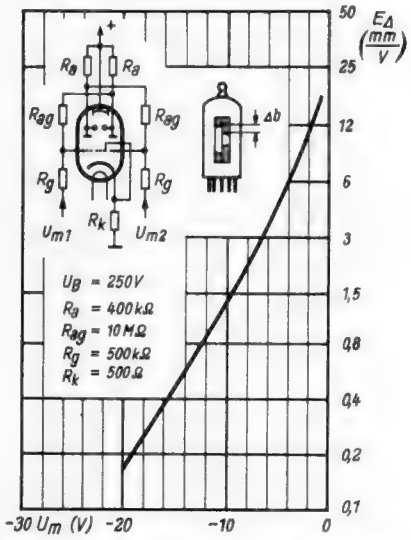

Bild 8. E = Differenzanzeigeempfindlichkeit der EMM 801
2. Um den Steuerbereich der Röhre und insbesondere die Anzeigeempfindlichkeit für Spannungsdifferenzen zu steigern, wurde die spezielle Schaltung *Bild 8* entwickelt. Sie zeichnet sich dadurch aus, daß über die Widerstände R_{ag} jeweils die Anode des einen Systems mit dem Gitter des anderen gekoppelt ist. Tastet man jetzt z. B. das linke System auf, indem man die Spannung U_{m1} von –9 V auf + 8 V ändert, dann wird infolge des höheren Anodenstromes die Anode a_I negativ und damit auch über R_{ag} das Gitter g_{II}. Während also die Schattenlänge des linken Systems größer wird, verringert sich gleichzeitig die des rechten Systems, ohne daß die eigentliche Steuerspannung an diesem System sich zu ändern braucht. Die Differenz zwischen den Schat-